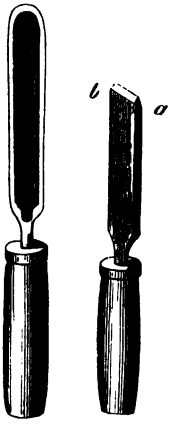

Abb. 2. Abb. 3.
1) ein rinnenförmiger Drehstahl, auch schlechtweg Röhre genannt (Abb. 2). Derselbe dient dazu, die Kanten am Materiale wegzuschaffen, überhaupt aus dem Gröbsten zu arbeiten, und ist darum mit dem Schrobhobel des Tischlers zu vergleichen. Doch ist er auch geeignet, Hohlkehlen auszudrehen und ist deshalb in Nummern von verschiedener Weite zu haben; 2) der Meißel (Abb. 3). Er entspricht dem Schlichthobel des Tischlers und schlichtet geradlinige Flächen, doch werden mit demselben auch die runden Stäbe hergestellt. Außerdem hat man noch einen Spitzstahl nötig, um hartes Material bearbeiten zu können. Für Anfänger sind auch solche Drehstähle, welche die Metalldreher brauchen, sehr zweckmäßig, weil dieselben (auch bei Holz) viel sicherer geführt werden können.